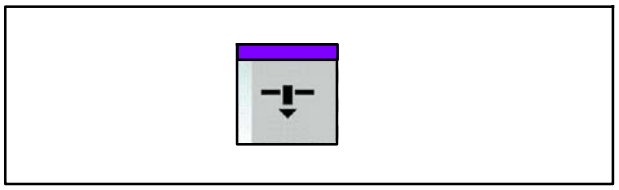

Fig. 195 Touche Lever/abaisser les butées
12. Appuyer sur la touche Lever/abaisser les butées (Fig. 195) pour rentrer les butées
14. Appuyer sur la touche Lever/abaisser les butées (Fig. 195) pour relever les butées